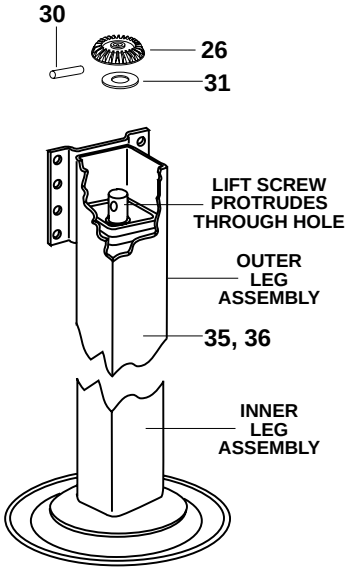

Figure 9
4. Place the outer leg assembly (item 35 or 36) over the inner leg assembly (item 27, 28, or 29) and press down until the end of the lift screw protrudes through the hole in the top of the outer leg assembly as shown in Figure 9.
5. Place the washer (item 31) and slide the bevel gear pin (item 30) through the hole in the side of the lift screw, centering the pin in the lift screw.
6. Slide the bevel gear (item 26) over the lift screw and position it on the pin as shown in Figure 9. When properly engaged, the top of the bevel gear will be approximately flush with the top of the lift screw.